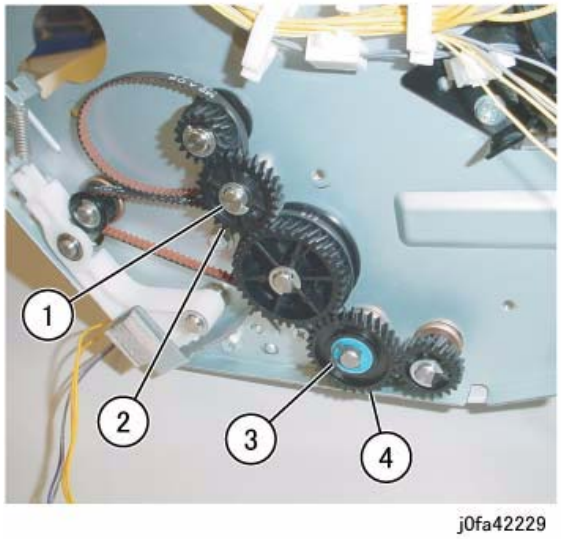

Figure 1 Removing the Gear
4. Remove the Gear (Figure 1):